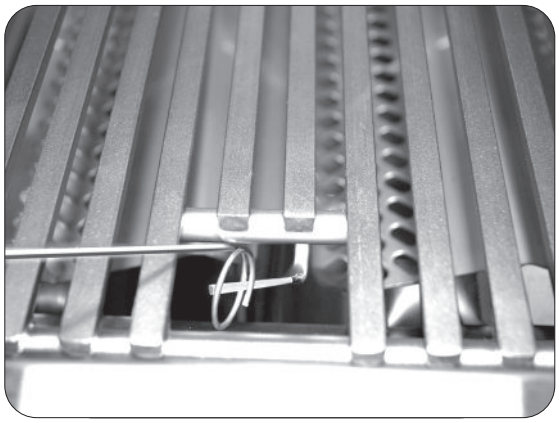

Fig. 31-2 **- Manual lighting**
2. Insert either a burning long-barrel butane lighter, a burning long-stem match, or a burning match held by a wire extension holder through the cooking grid opening to the top of the burner (Fig. 31-2).
4. If the burner does not light within five (5) seconds of turning the control knob, **immediately depress the knob and turn the valve to OFF**. WAIT FIVE (5) MINUTES before repeating steps 2 through 4 of the MANUAL LIGHTING instructions.